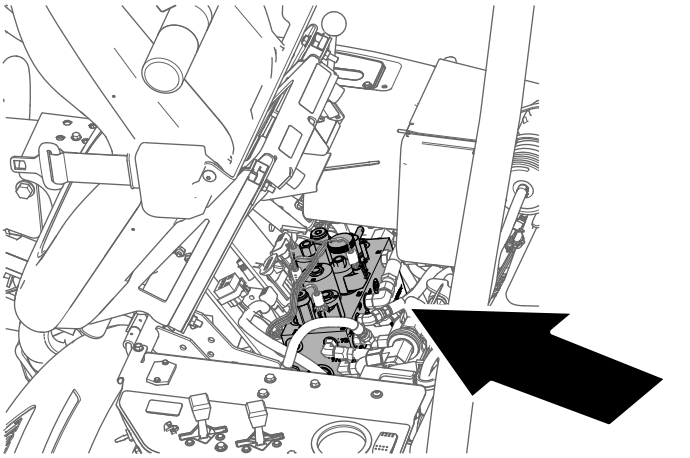

Figura 64
2. Incline el asiento del operador hacia adelante y coloque la varilla de sujeción (Figura 64).